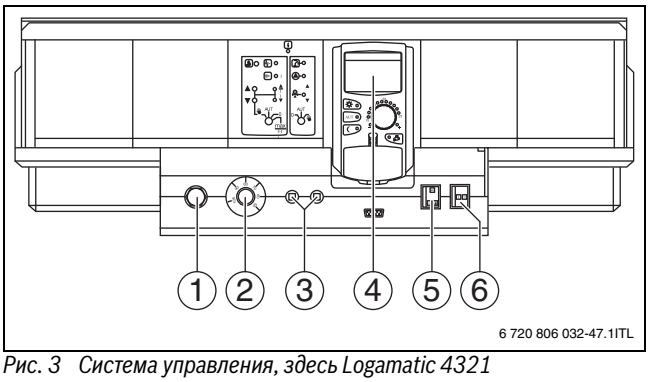

Рис. 3 Система управления, здесь Logamatic 4321
Включите котёл пусковым выключателем на системе управления (рис. 3: Logamatic 4321). При включении системы управления запустите горелку в автоматическом режиме. Затем горелка может стартовать от системы управления.
Выключите котёл пусковым выключателем на системе управления (например, Logamatic 4321, → рис. 3, стр. 6). При выключении системы управления горелка выключается автоматически.
- Установите пусковой выключатель (→ рис. 3, [2]) в положение "0" (ВЫКЛ).